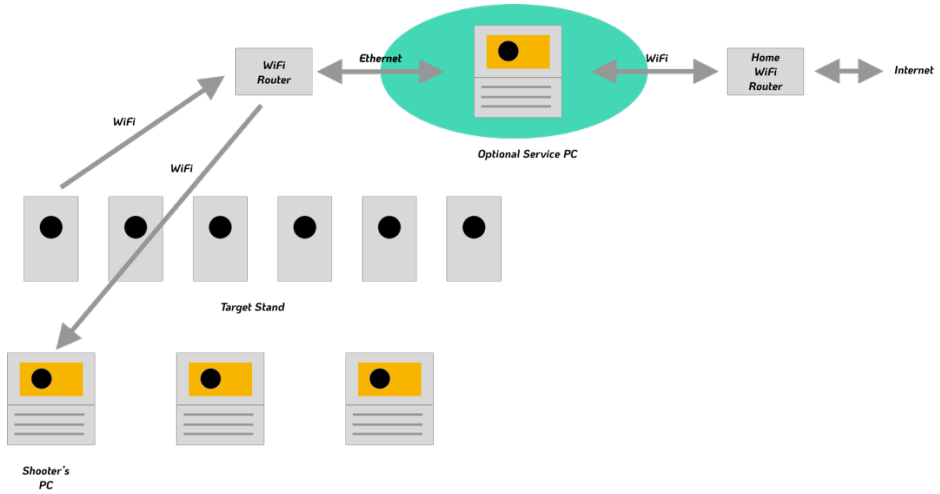

Figure 1: Preferred Range Setup
The range is setup as shown in Figure 1. The targets are installed as usual and located nearby is the WiFi router. The router should be no more than forty (30) meters from the targets. The Shooter's PC should be located such that they get a strong signal from the router.